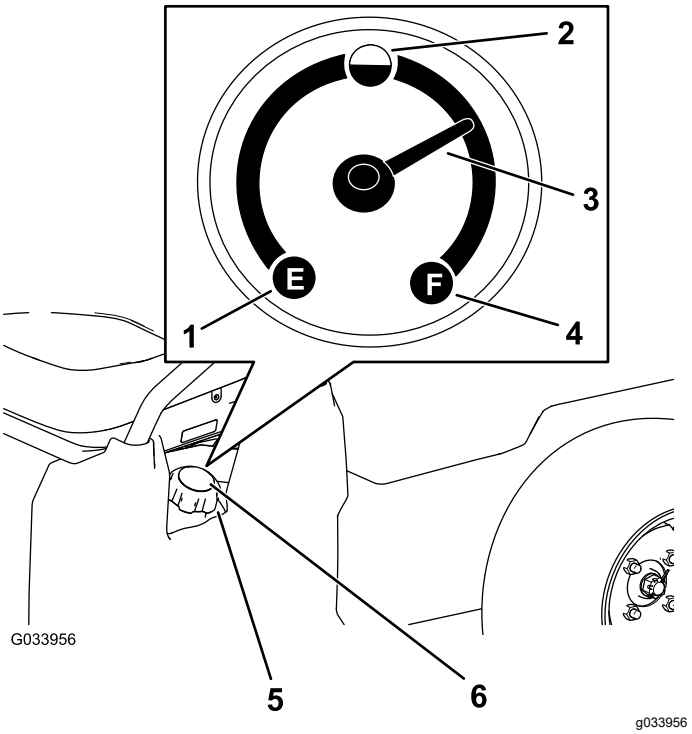

Figur 14
4. Rengjør området rundt drivstofftanklokket (Figur 14).